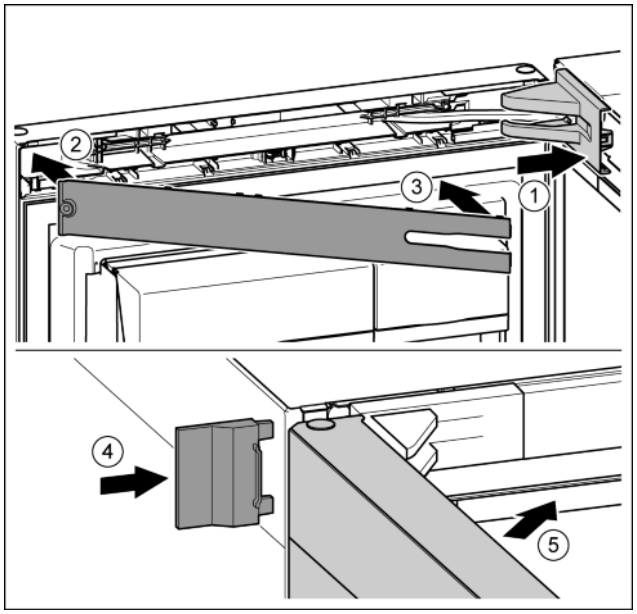

Fig. 41
- ▶ Position the cover and click into place, if necessary, push apart carefully. *Fig. 41 (1)*
- ▶ Put cover into position. *Fig. 41 (2)*
- ▶ Swivel cover and click into position. *Fig. 41 (3)*
- ▶ Push the external cover on. *Fig. 41 (4)*
- ▶ Close the upper door. *Fig. 41 (5)*